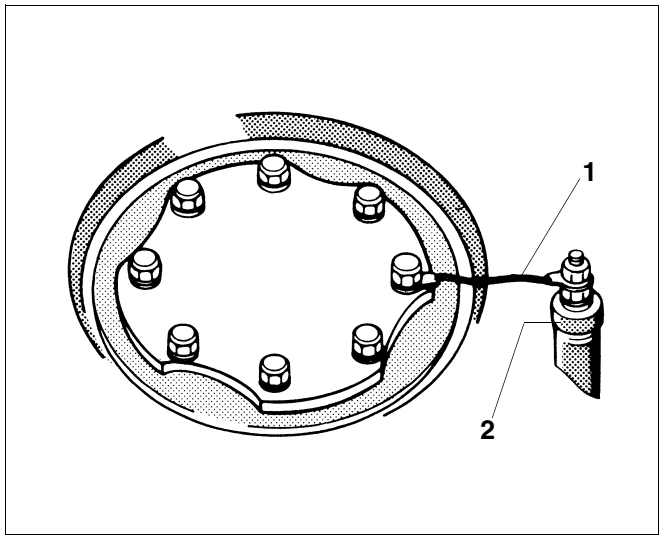

Afb. 10 Aarding van de magnesiumanode
Controleer of de magnesiumanode (afb. 10, pos. 2) zo is ingebouwd, dat de elektrische verbinding tussen de magnesiumanode en het boilervat is gegarandeerd, d.w.z. dat de aardingskabel is aangesloten (afb. 10, pos. 1).
Legende voor afb. 10:
- Leg het oog van de aardingskabels en draai de zeskantbouten erin (afb. 10).